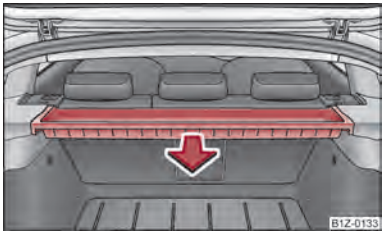

Fig. 90 Removing the storage compartment
– Grasp the housing with both hands and remove it by pulling in direction of arrow ⇒ fig. 90.